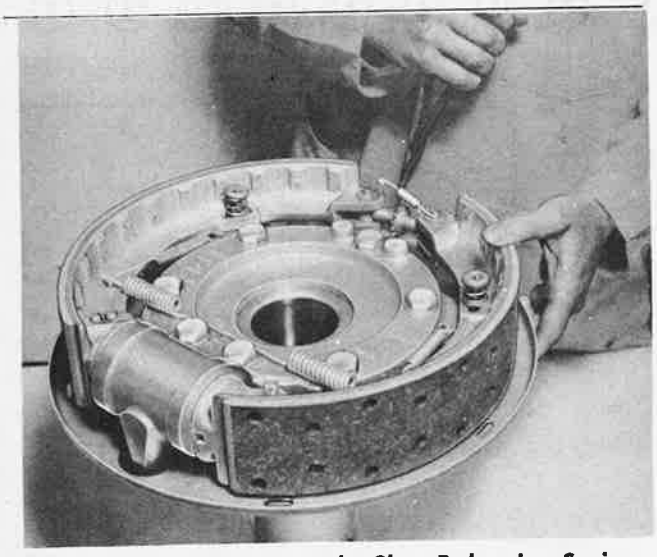

Figure 163—Removing Brake Shoe Balancing Spring
(1) Remove the balancing spring as shown in figure 163.